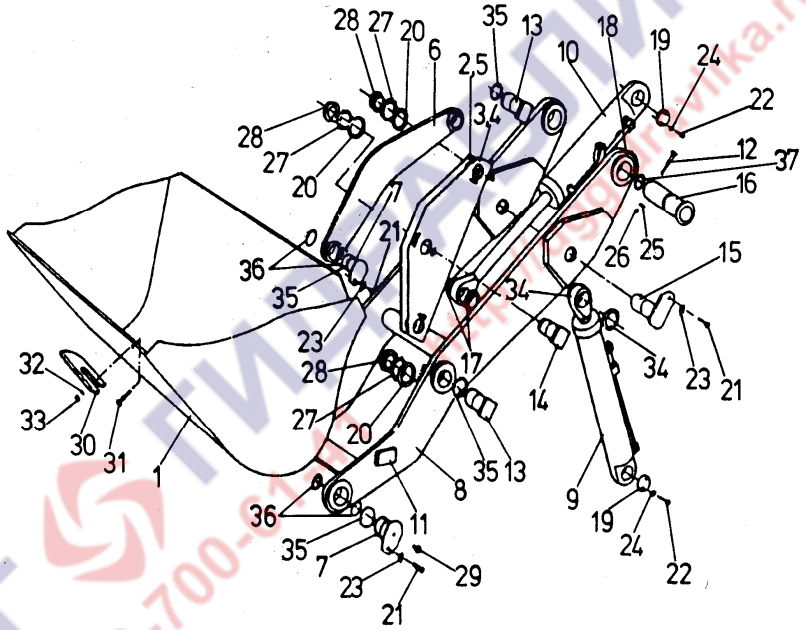

Рис. 5.71. Рабочая система
5.19. РАБОЧЕЕ ОБОРУДОВАНИЕ ПОГРУЗЧИКА (Рис. 5.71)